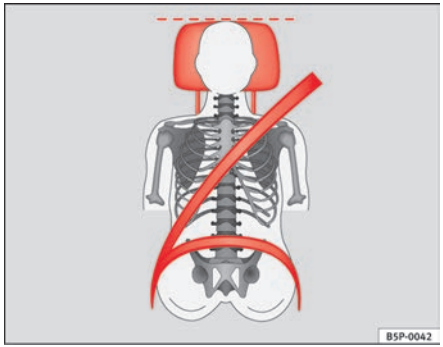
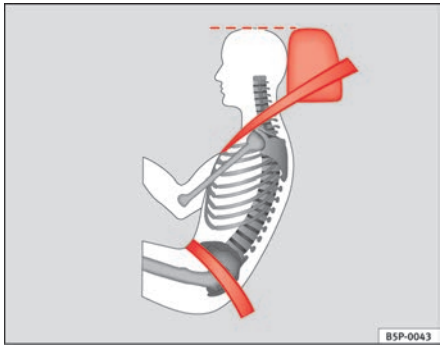

Fig. 3 Properly adjusted head restraint viewed from the front
Fig. 4 Properly adjusted head restraint viewed from the side
– Adjust the head restraint so that its upper edge is at the same level as the top of your head or as close as possible to the same level as the top of your head and, at the very least, at eye level ⇒ fig. 3 and ⇒ fig. 4.